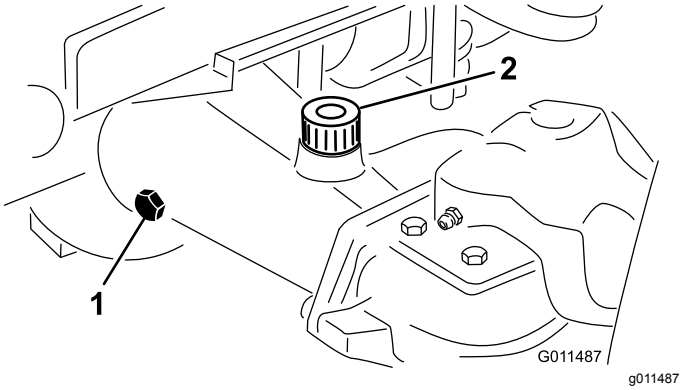

Figur 16
2. Ta bort en kontrollplugg från axelns ena sida (Figur 16) och se till att oljan når upp till botten av hålet. Ta bort påfyllningspluggen om nivån är låg (Figur 16), och tillsätt tillräckligt med olja så att nivån når botten av kontrollhålet.